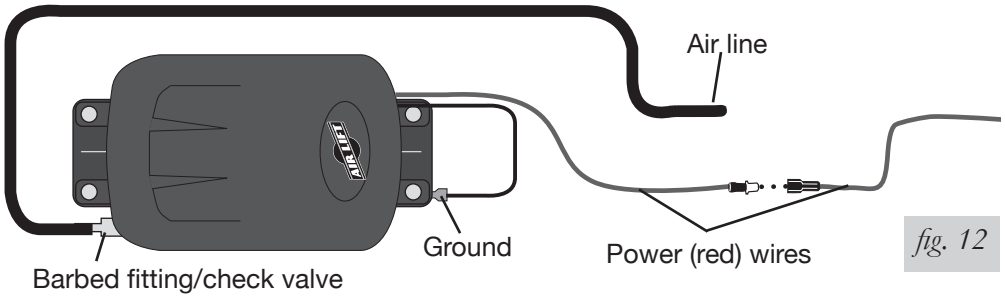

fig. 12
1. Push the air line onto the barbed fitting on the compressor. Make sure the air line covers all barbs. A small amount of water or lubricant and pushing with a slight circular motion will ease installation (fig. 12).